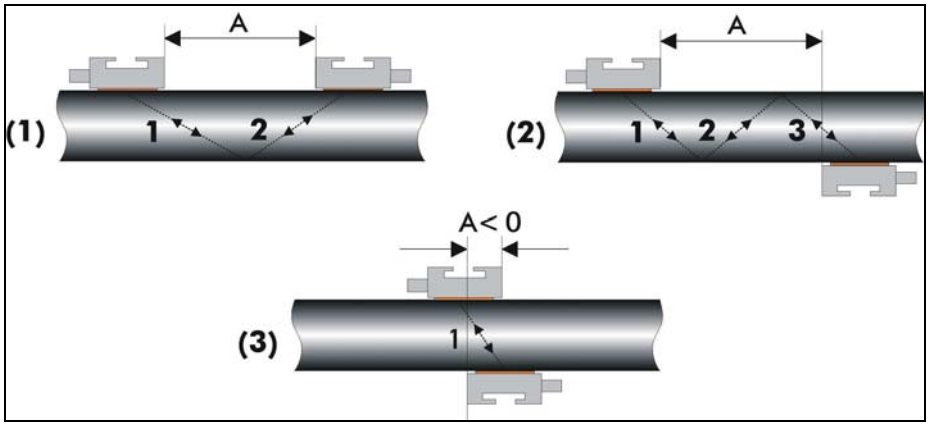

Рисунок 3-1 Способы установки датчиков и измерение расстояний
Наиболее частый способ установки датчиков – Зеркальный режим, также известный как V-режим (см. *Рисунок 3-1*, эскиз (1)). В этом режиме ультразвуковой сигнал дважды проходит через среду (2 прохода). Зеркальный режим – наиболее удобный метод установки, так как расстояние между преобразователями можно легко измерить и датчики можно прекрасно совместить. Этот метод необходимо применять всегда, когда это возможно.
Альтернативный способ установки (см. *Рисунок 3-1*, эскиз (3)) – это Диагональный режим (Z-режим). В этом режиме сигналы проходят через среду однократно. Этот метод часто используется для больших труб, где может быть сильное затухание сигнала.
Возможны вариации Зеркального и Диагонального режимов при увеличении числа проходов через среду. Любое четное количество проходов требует установки датчиков на одной стороне трубы, в то время, как при нечетном количестве проходов датчики надо устанавливать на противоположных сторонах трубы. Обычно для маленьких труб применяются такие способы установки датчиков как четырехпроходные (W-режим) или трехпроходные (N-режим) (см. *Рисунок 3-1*, эскиз (2)).
Расстояние между датчиками измеряется между торцами, смотрящих друг на друга, как показано на *Рисунок 3-1*. Оно автоматически рассчитывается расходомером на основании введенных параметров наружного диаметра трубы, толщины стенки трубы, толщины и материала покрытия,, среды, рабочей температуры, типа датчиков и выбранного числа проходов сигнала.
На маленьких трубах возможно отрицательное расстояние между датчиками A < 0, если выбран диагональный режим (см.*Рисунок 3-1*, эскиз (3)).